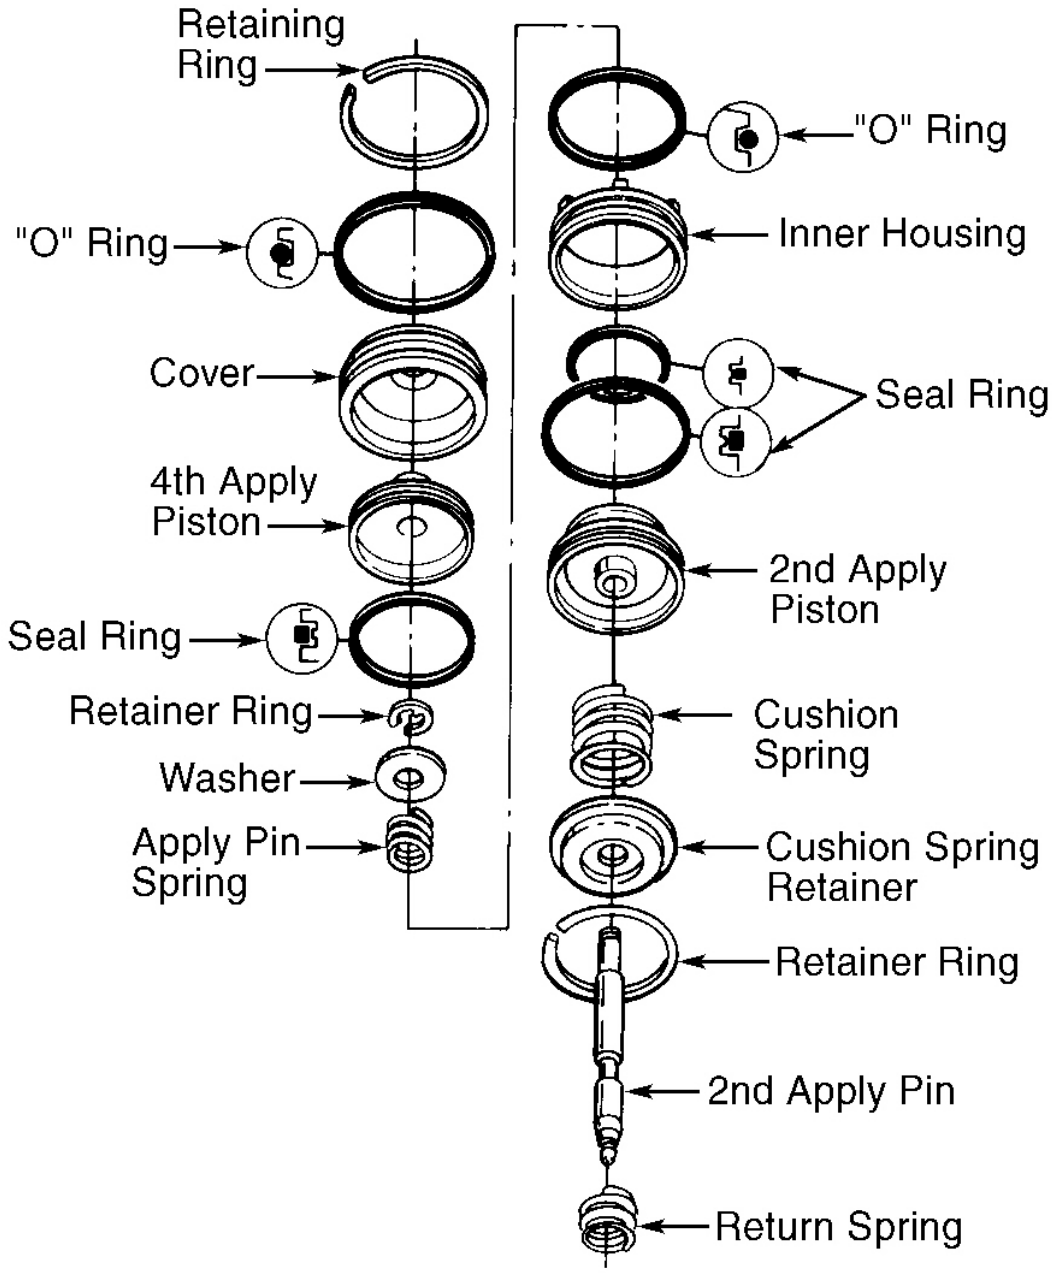
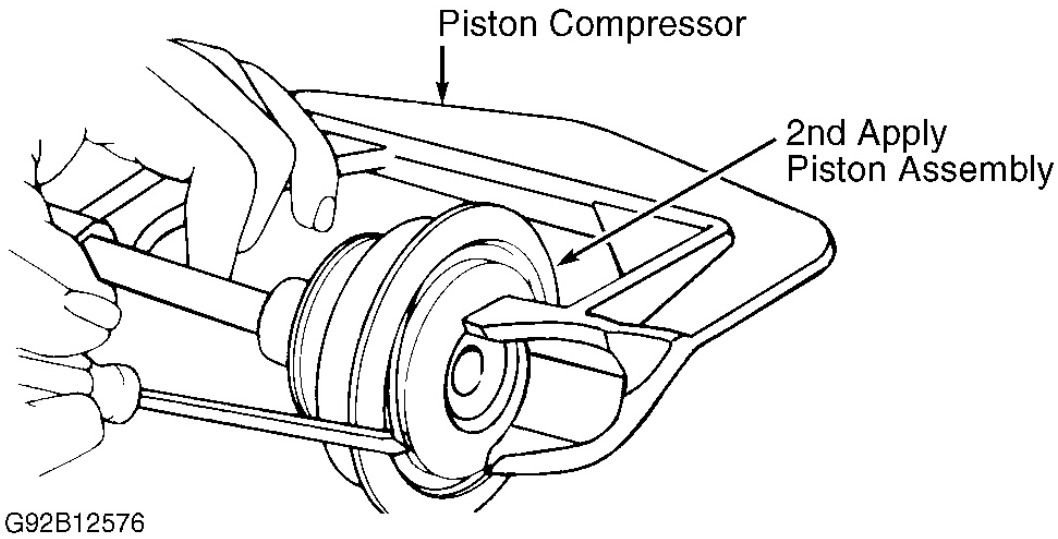

Fig. 11: Exploded View Of 2-4 Servo Assembly
Fig. 12: Compressing 2nd Apply Piston
1. Remove 4th apply piston and return spring. See **Fig. 11** . Remove retainer ring, washer, apply pin spring and 2nd apply pin. Install Piston Compressor (J-22269-01) on the 2nd apply piston. See **Fig. 12** .